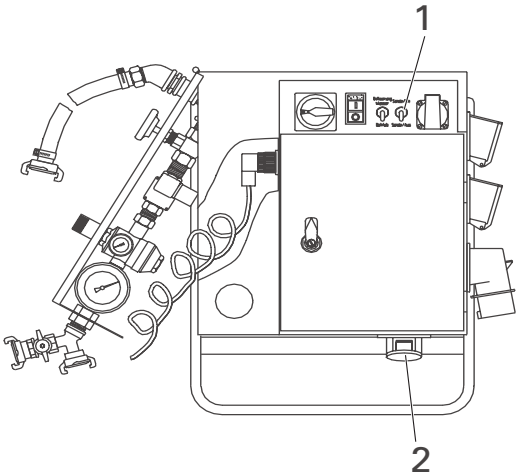

Figure 15: S40 MRS switch cabinet
- Connect the wet mortar sensor plug to the S40 MRS switch cabinet (Figure 15, 2).
- Set rocker switch (Figure 15, 1) to "with sensor".